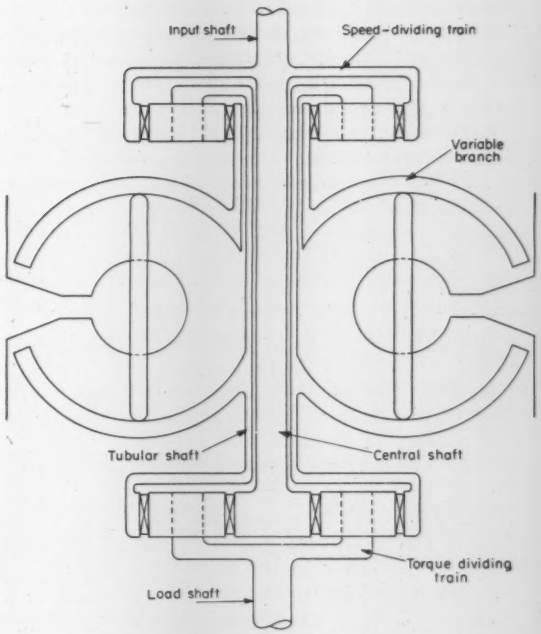
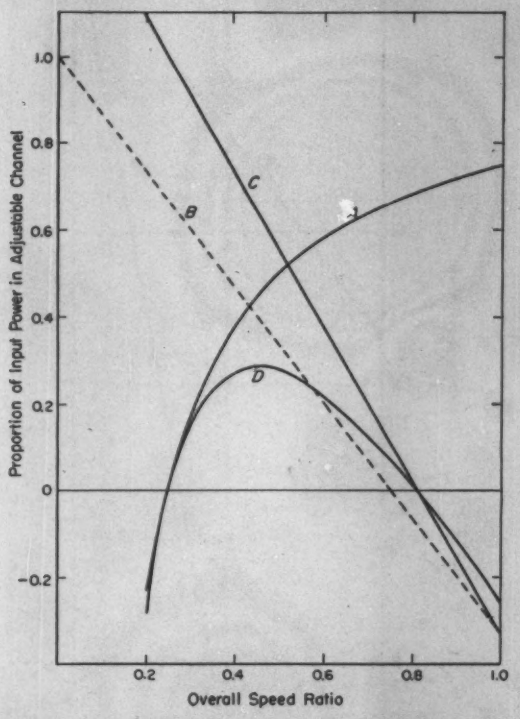
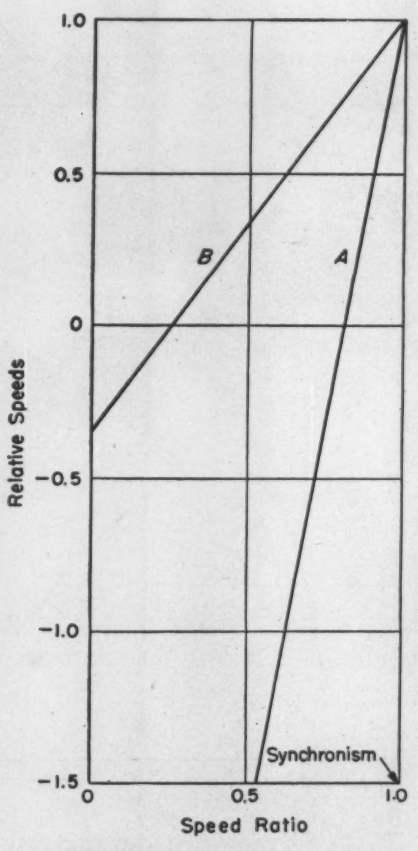

Fig. 1 — Three-path transmission with adjustable friction drive.
Fig. 2—Power-dividing characteristics of three-path transmissions.
Fig. 4—Relative component speeds.
A three-path system, combining a friction-drive unit with two epicyclic gear trains, is shown in Fig. 1. The ratio of the friction-drive channel is controlled by altering the angle of the friction wheels which transmit motion from one annularly dished disk to the other. The three paths for power flow, typical of this kind of system, are apparent if an imaginary cross-section is taken through the apparatus at about the mid-point of the friction drive. The friction drive is the adjustable path; the two fixed-ratio paths are, respectively, the central shaft and the tubular shaft.
Transition Points: If the practical limitations of the friction drive (Fig. 1) are ignored, it will be apparent that one transition point occurs when both the ring gear of the gear train nearest the load shaft (associated with the torque-dividing system) and the friction drive disk coupled to it are stationary. This point corresponds to a theoretically infinite speed reduction in the friction drive and to an overall speed ratio $1/r_2$ (0.25 here).
In Fig. 2, curve A shows this proportion for the assembly sketched in Fig. 1. Typically, it is an arc of a rectangular hyperbola.
Of the power traversing the speed-dividing system, the proportion transmitted by the adjustable drive has been shown (Equation 3) to be $1 - sr_1$, where s is the ratio *output speed* to *input speed* of the speed-dividing system. Before this factor can be combined with that relating to the torque-dividing system, it must be modified by relating it to the overall speed range, instead of to that existing within the speed-dividing system considered as a separate entity. The speed-dividing characteristics for the unit in Fig. 1 (before modification) is shown as the dashed line B in Fig. 2.
or (see curve C, Fig. 2)
and, for the assembly in Fig. 1, is shown as curve *D* in Fig. 2. The characteristic is an arc of a hyperbola. Operation below the zero-power axis is regenerative, and the fact that the friction drive would prohibit operation in the regenerative range has been ignored.
Fig. 2 shows how the modified speed-dividing characteristic *C* is quickly obtained from the unmodified characteristic *B* by extending the latter if necessary to meet the ordinate corresponding to synchronism. The modified characteristic is then drawn from this point on the ordinate to a point corresponding to unity power ratio and speed ratio of $1/r_2$. The upper transition point
The last point is illustrated by Fig. 4, which, for the Fig. 1 assembly, shows the speed (relative to input speed) of the driving side (A) and the driven side (B) of the friction drive. Speed relationships, in any instance, may be examined by a diagram of this type, where lines from the point corresponding to synchronism at unity power ratio are extended through the transition points on the zero-power axis to the limits of intended operation. Since the speed of each component relative to input speed is indicated, there are also revealed the speeds of components relative to each other; that is, the instantaneous ratio of the constituent variable drive for any overall speed ratio. Also revealed is the range of speed ratios over which the variable drive is required to reverse the direction of rotation applied to it.